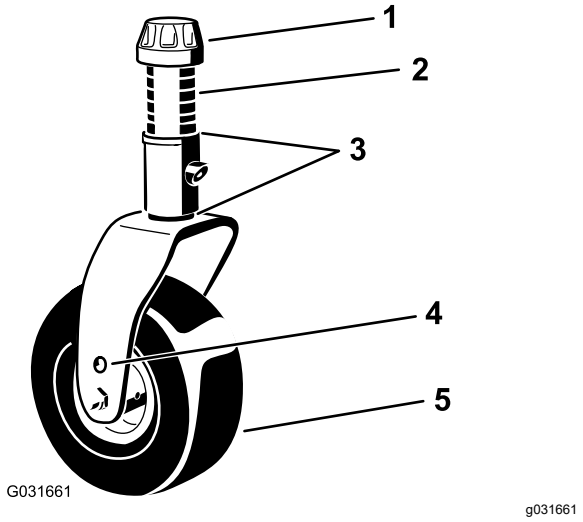

**Figuur 19**
4. Gebruik de meegeleverde sleutel voor de zwenkwielkap om het klemkapje te verwijderen van de spilas van het zwenkwiel en schuif de zwenkwielas uit de zwenkwielarm (Figuur 19).
7. Plaats de opvulstukken (zoals deze oorspronkelijk zijn geplaatst) en de overige afstandsstukken op de spilas (Figuur 19).
8. Plaats het klemkapje en draai het vast met de meegeleverde sleutel voor de zwenkwielkap om het geheel te borgen (Figuur 19).